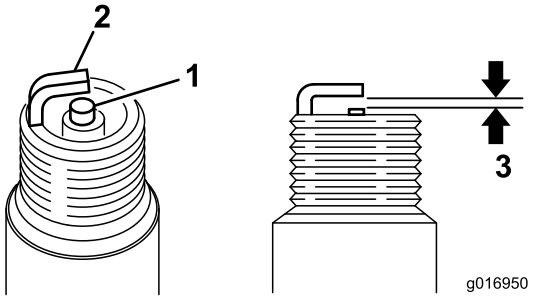

Figur 36
3. Indstil gnistgabet til 0,6 til 0,7 mm (Figur 36). Monter tændrøret med det korrekte gnistgab, og tilspænd det stramt til 23 NmNm.